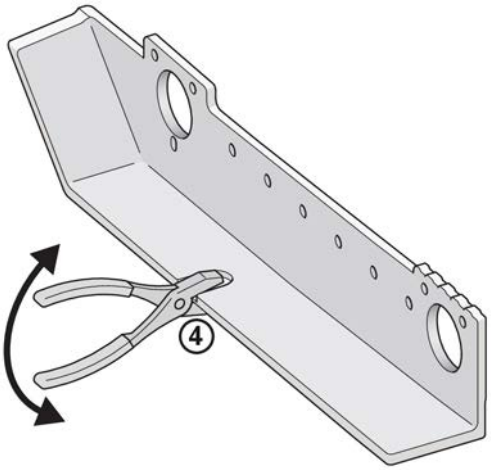

Figure 2-14. Cable entry
4) Open up the cable entry in the cover with a pair of pliers according to Figure 2-14 “Cable entry” on page 29.